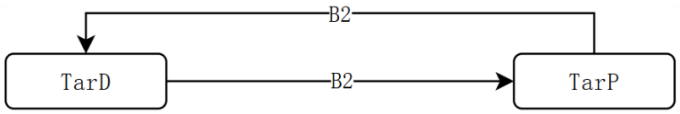

图 7 输出配置切换模式
② 在输出配置界面下，按下 B2 按键，切换当前选择的输出配置，切换模式如图 7 所示。